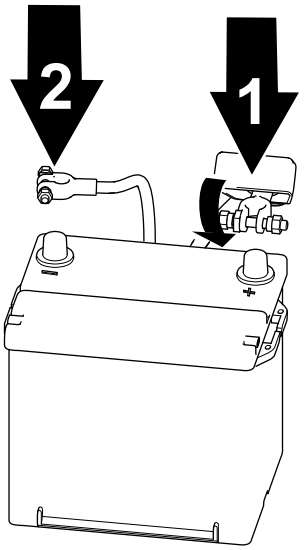

**Bild 59**
1. Schließen Sie das Pluskabel des Akkus an und ziehen Sie die Mutter der Akkuklemme an (Bild 59).
2. Schließen Sie das Minuskabel des Akkus an und ziehen Sie die Mutter der Akkuklemme an (Bild 59).